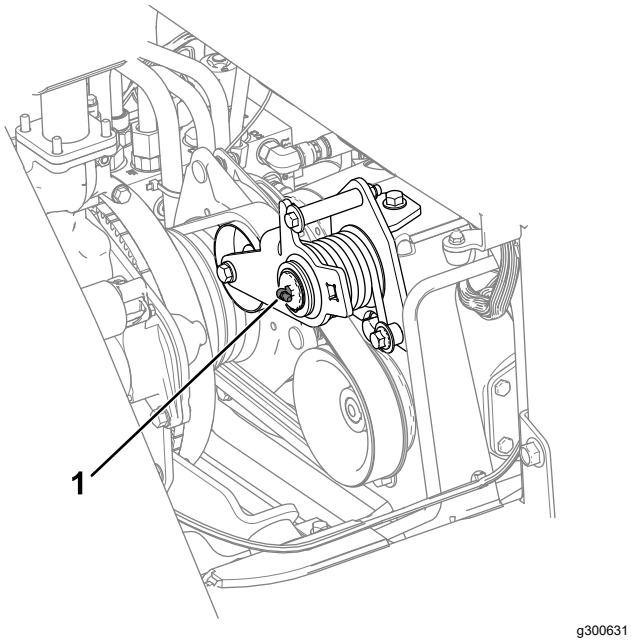

Figure 47
- Bras de poulie de tension (Figure 47)